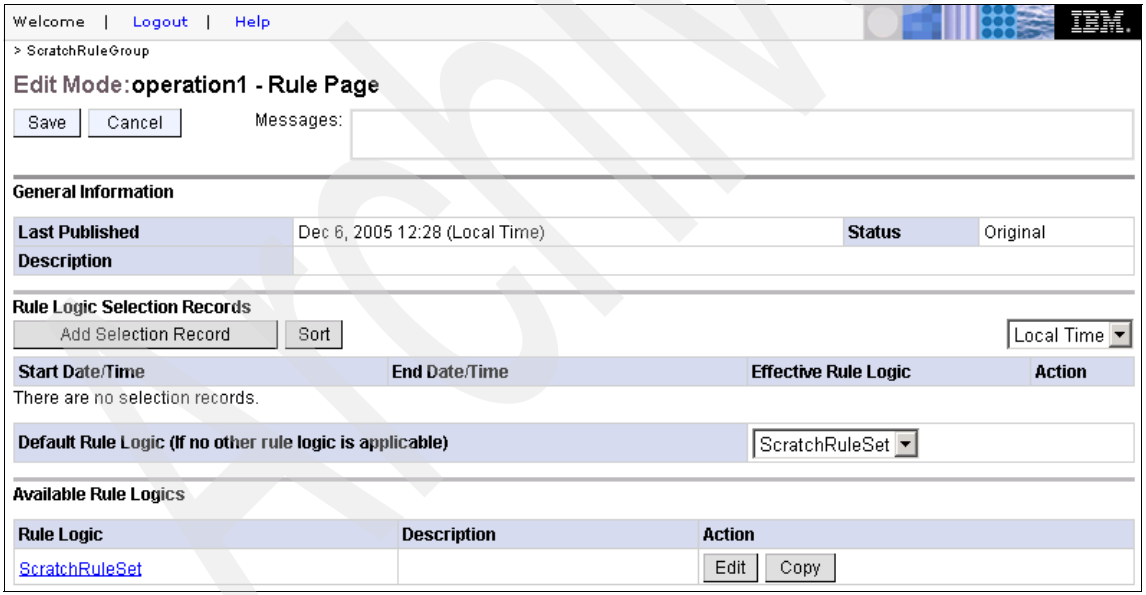

Figure B-15 Operation edit mode
6. Click the **Edit** button to turn on edit mode where you can make changes to the Selection Records and the Rule Logic (Figure B-15).